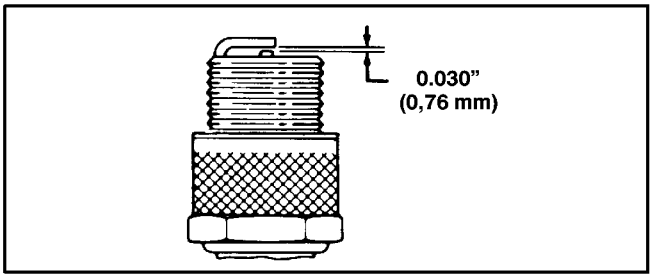

Abbildung 17
3. Den Luftspalt auf 0,76 mm (0.030") einstellen (Abb. 17). Die auf den korrekten Abstand eingestellte Zündkerze mit einer Dichtungsscheibe versehen und auf 19 N·m (14 ft-lb) anziehen.